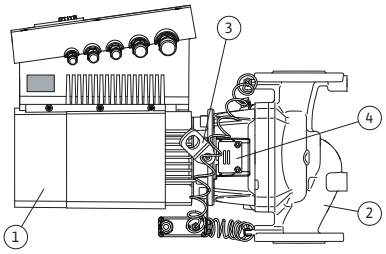

*Fig. 10: Bomba completa*
La característica típica de la serie Stratos GIGA es la camisa de refrigeración del motor. La corriente de aire se conduce de forma óptima a través de la cubierta longitudinal del ventilador (Fig. 10, pos. 1) hasta la refrigeración del motor y del módulo electrónico.
(Fig. 10, pos. 2) muestra la carcasa de la bomba con un conducto especial de la linterna para descargar el rodete.
Las argollas de transporte (Fig. 10, pos. 3) se tienen que utilizar de acuerdo con las indicaciones de los capítulos 3 “Transporte y almacenamiento” en la página 5 y 10 “Mantenimiento” en la página 48.
La ventanilla cubierta con la chapa de protección (Fig. 10, pos. 4) que hay en la linterna se utiliza en los trabajos de mantenimiento tal y como se indica en el capítulo 10 “Mantenimiento” en la página 48. Dicha ventanilla también se puede utilizar para comprobar la existencia de escapes, cumpliendo siempre las disposiciones de seguridad que aparecen en el capítulo 9 “Puesta en marcha” en la página 44 y el capítulo 10 “Mantenimiento” en la página 48.